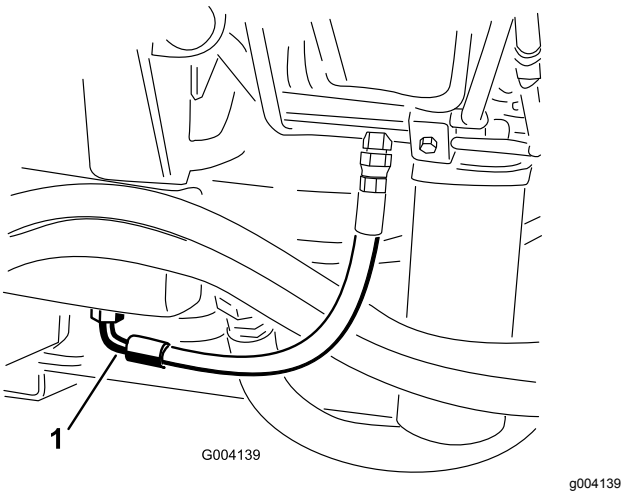

Figur 67
3. Ställ ett stort avtappningskärl under fästet som sitter på hydraultankens undersida (Figur 67).